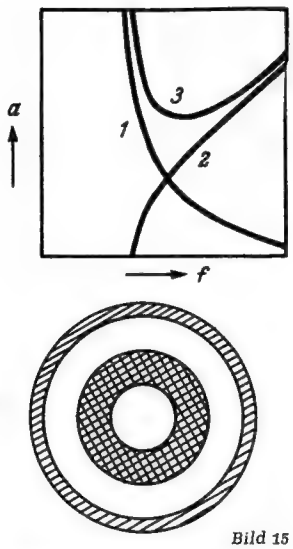

Bild 15
In jüngerer Zeit hat *Unger* (AEÜ 1956), auf dieser Arbeit basierend, einen Hohlleiter angegeben, der, wie *Bild 15* unten zeigt, in seinem Inneren ein dünnwandiges Rohr aus Dielektrikum enthält. Wie im oberen Teil des Bildes gezeigt, haben die Dämpfungskurven des metallischen (1) und des dielektrischen (2) Hohlleiters ganz verschiedenen Verlauf. Durch Kombination beider resultiert eine Dämpfungskurve (3), die über einen gewissen Frequenzbereich annähernd horizontal verläuft, so daß hier Dämpfungsverzerrungen praktisch unterdrückt sind.